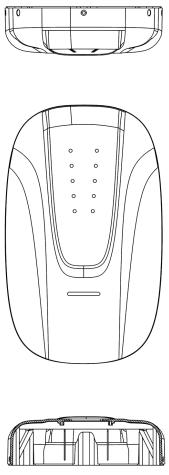

图 8
13、安装接线分明，严格按照充电桩机内接线图的线序要求安装，接线前需先拆下主机下端接线盖板的 5 颗螺丝，取下接线盖板进行接线，如图 8。